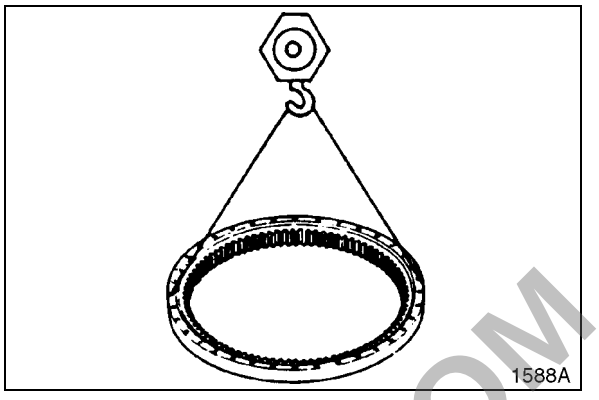

Figure 5
3. Lift outer ring and check that inner ring can move freely. See Figure 5, if not, replace seal (3, Figure 4) and/or seal (4, Figure 4).